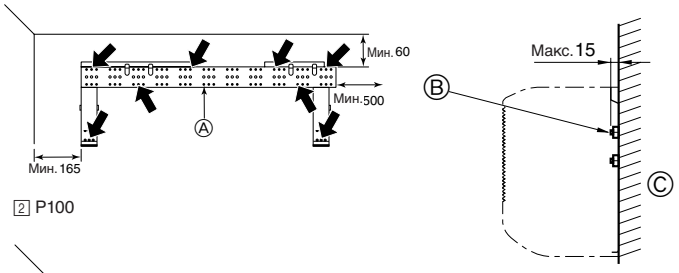

Fig. 3-4
▶ **Закрепите настенное крепление через отверстия среднего ряда диаметром 12 мм, используя для этого приобретаемые на месте болты (сквозные болты, анкерный болт и анкерная гайка) с резьбой M10 или W3/8. Конец болта не должен выступать на расстояние более 15 мм от поверхности стены. (Fig. 3-4)**